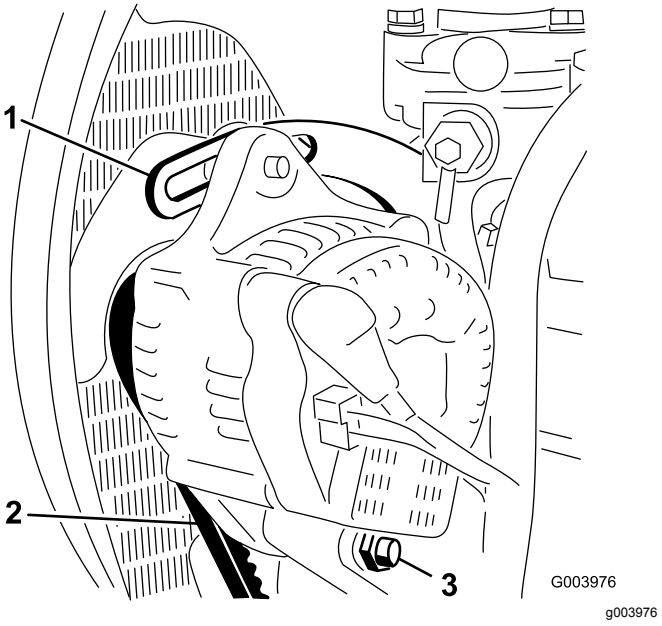

Figuur 63
2. Controleer de spanning van de riem van de wisselstroomdynamo door deze (Figuur 63) midden tussen de poelies van de wisselstroomdynamo en de krukas in te drukken met een kracht van 10 kg.
3. Draai de bout los waarmee de beugel is bevestigd aan de motor (Figuur 63), alsmede